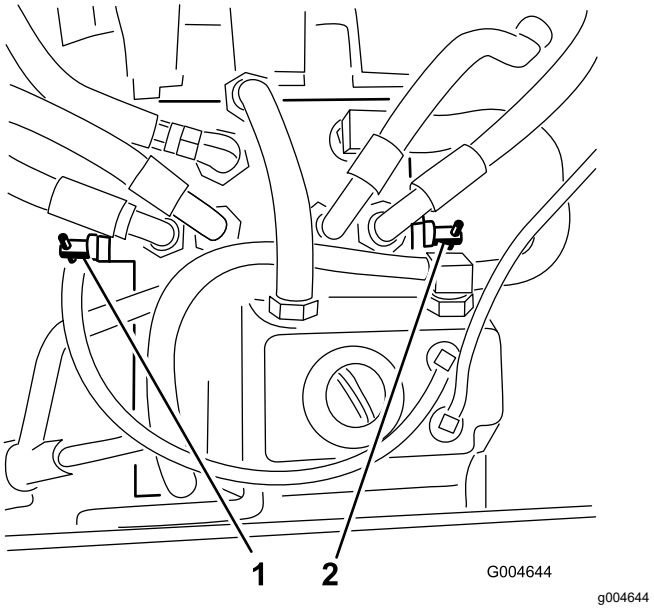

Figur 26
2. Find omløbsventilerne (Figur 26), og drej hver omløbsventil 1 omgang mod uret.
4. Luk ventilerne ved at dreje hver ventil 1 omgang med uret (Figur 26).